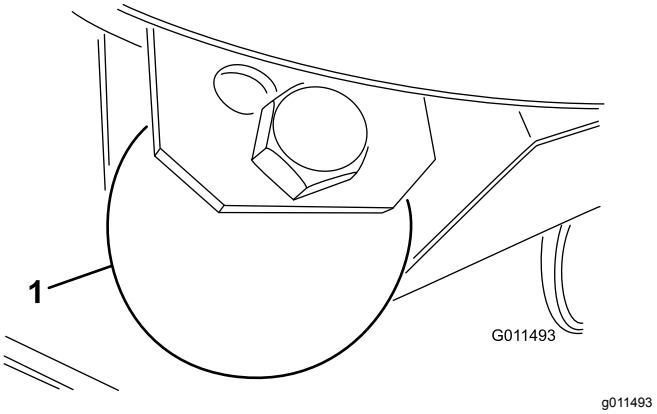

**Figur 29**
1. Fjern den bolt og møtrik, som fastholder dybdehjulet på klippeenhedsbeslagene (Figur 29).